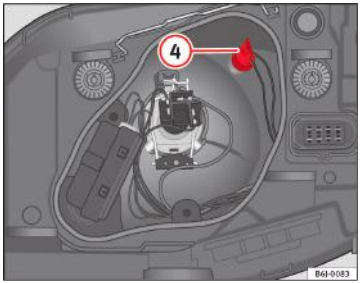

Fig. 155 Lămpile de poziție laterale
– Scoateți soclul lămpii (4) ⇒fig. 155.